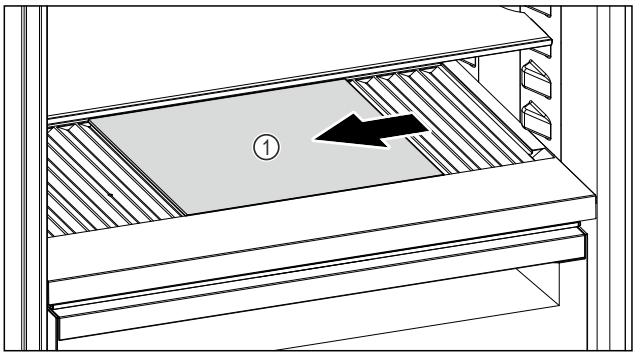

Fig. 164
▶ Déplacer la plaque de verre *Fig. 164 (1)*vers la gauche, vers le centre ou vers la droite.